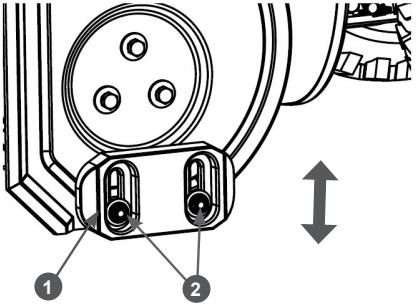

Рис. 20 Регулировка высоты забора снега
2. Открутите гайки 2 крепления полозка 1 на 1-2 оборота и установите полозок на необходимую высоту (Рис. 20). Снова затяните гайки.